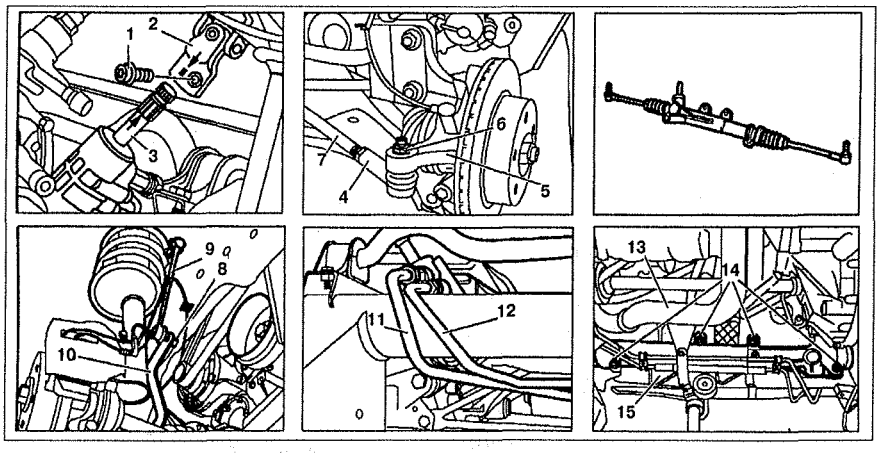

Рис. 8.2. Рулевой механизм:
4. Открутите болт **1** крепления шарнира рулевого вала **2** к валу рулевого механизма **3** и отсоедините его (см.рис.8.2). Пометьте их взаимное положение.